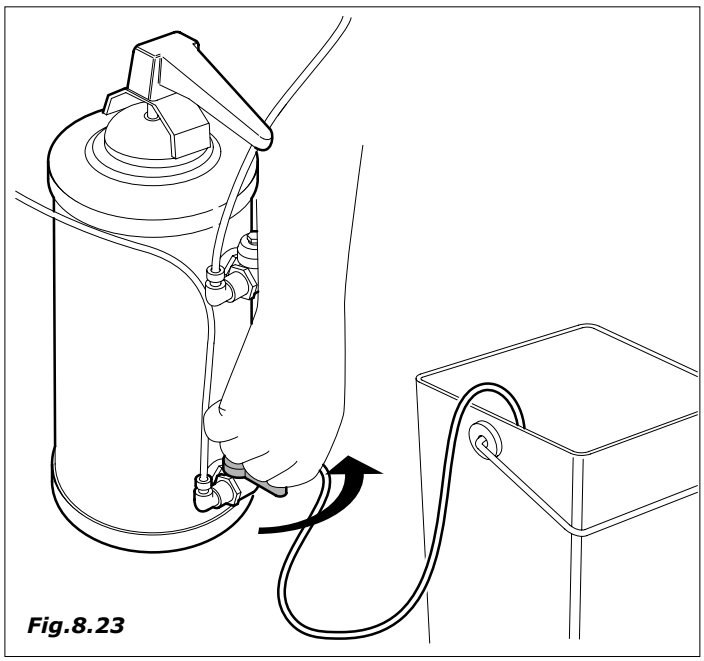

Fig.8.23
- abrir a torneira *(Fig.8.23)*